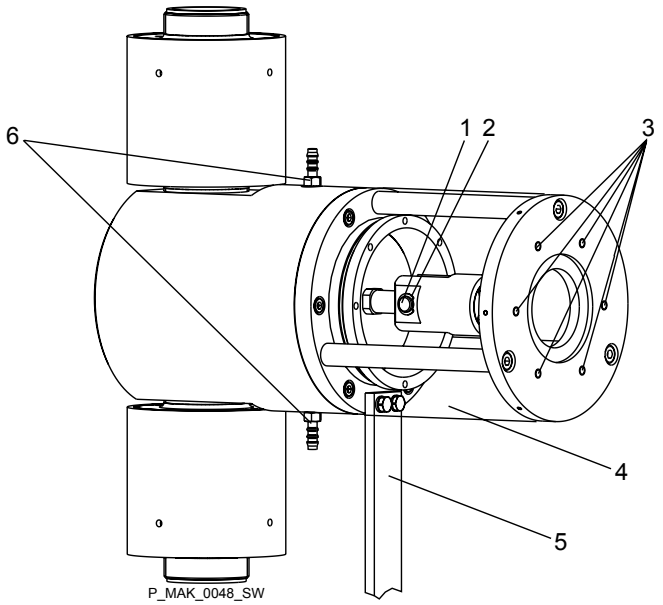

Рис. 21: вид блока подачи
7. Снимите защитную обшивку (4) с колпака, см. Рис. 21.
8. Снимите стопорное кольцо (2) болта на шарнирной головке и вытащите болт (1)